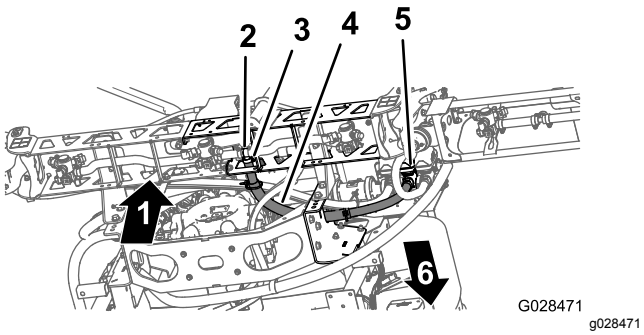

**Figur 44**
1. Trekk den midtre bomseksjonsslangen som vist i Figur 44.
2. Monter bomseksjonsslangen over T-anordningen med mothaker på den midtre bomseksjonen, og fest slangen med en slangeklemme (Figur 44).